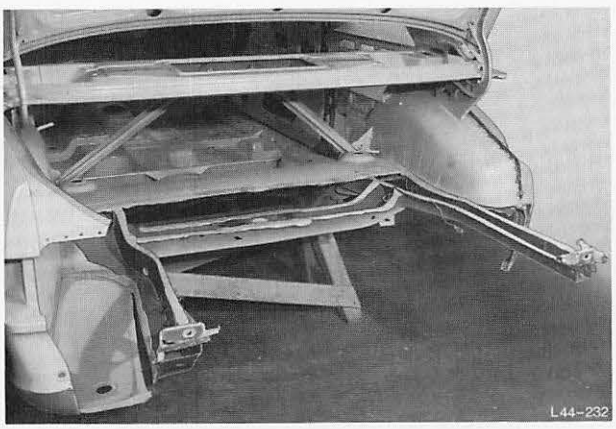

Abb. 247 Blechreste entfernen
2. Blechreste von Punktflanschen entfernen, Abb. 247.